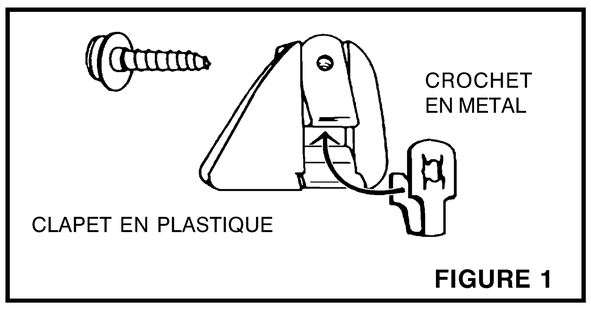

FIGURE 1
1. Assembler les attaches "Liner-Lok" en glissant le crochet en métal dans le clapet en plastique (voir fig. 1)